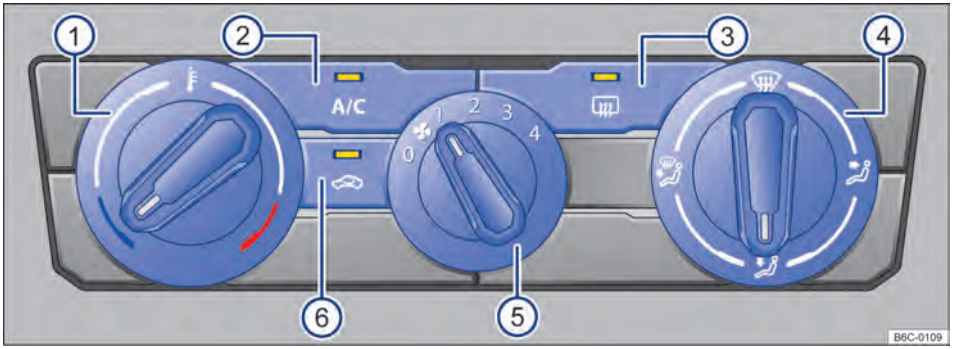

Fig. 83 Mandos del aire acondicionado.
– *Aire acondicionado:* girar el regulador del ventilador al nivel **0** → fig. 83 ⑤.
– *Aire acondicionado:* presionar el botón [A/C] → fig. 83 ② para encender y apagar el funcionamiento de la refrigeración.
– *Aire acondicionado:* girar el regulador giratorio izquierdo → fig. 83 ①.
– *Aire acondicionado:* girar el regulador del ventilador → fig. 83 ⑤.
– *Aire acondicionado:* presionar el botón [ ] → fig. 83 ⑥.
– *Aire acondicionado:* girar el regulador de la derecha → fig. 83 ④ a la posición deseada.
– *Aire acondicionado:* girar el regulador derecho a la posición → fig. 83 ④.
– *Aire condicionado:* presionar el botón → fig. 83 ③.